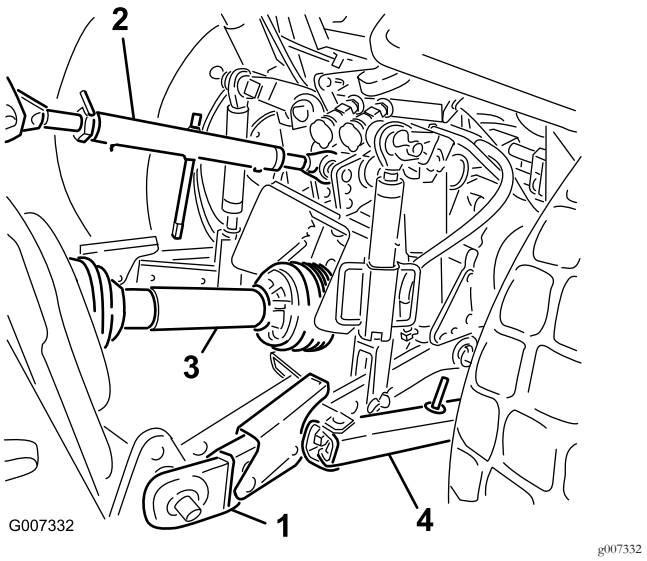

**Figuur 4**
**Tractoronderdelen (Figuur 4)**